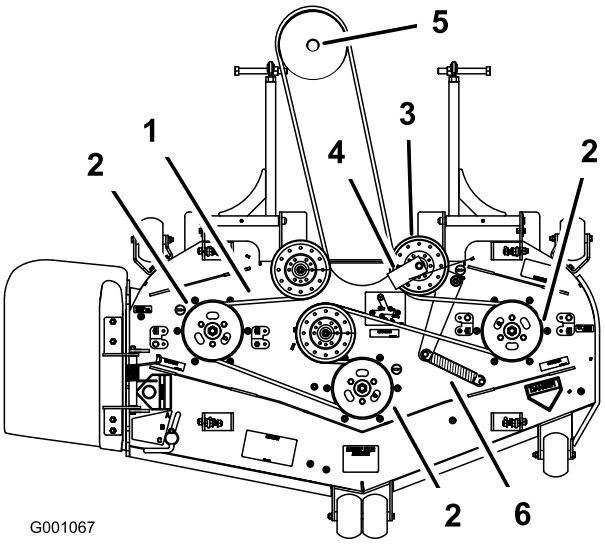

**Figuur 71**
8. Leg de nieuwe riem rond de poelies van het maaidek en de poelie van de tandwielkast onder de motor (Figuur 71).
9. Monteer de riemgeleider op de veerbelaste spanpoelie in een hoek van 45 graden zoals wordt getoond in Figuur 71. Draai de bout vast met een torsie van 37-45 Nm.
10. Monteer de veer van de spanpoelie op de twee stangen (Figuur 71).